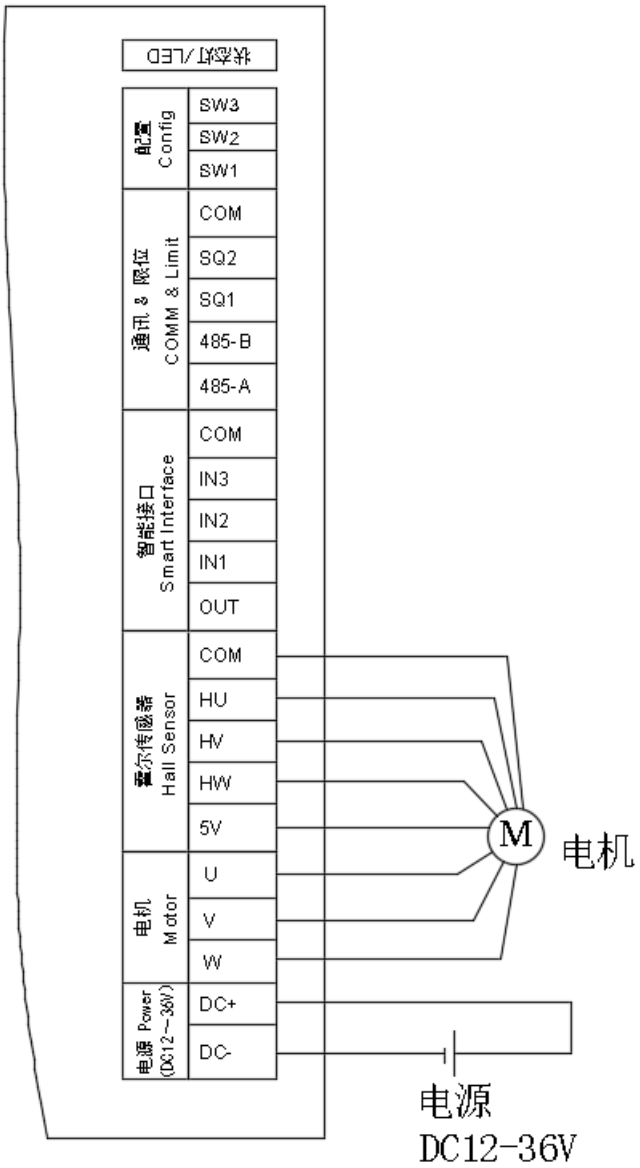

图 4.1 电机相序学习接线图
2) 连接电机与控制器接线：将电机的电力线 U、V、W 相线连接到控制器的电机接口 U、V、W，若不清楚具体相序，可分别将三根电力线接入控制器的电机接口 U、V、W 即可；将电机的霍尔电源正极和负极分别接到控制器霍尔信号接口的 5V 和 COM（正极必须接 5V，负极必须接 COM），将电机的霍尔传感器信号 HU、HV、HW 连接到控制器霍尔信号接口的 HU、HV、HW，若不清楚电机霍尔传感器信号相序，可不分顺序接入控制器的霍尔信号接口的 HU、HV、HW 即可。刹车接口如果没有带电磁抱闸可不接，如果有带电磁抱闸，还需要利用配置软件将刹车接口设置为自动刹车。详见图 4.1。